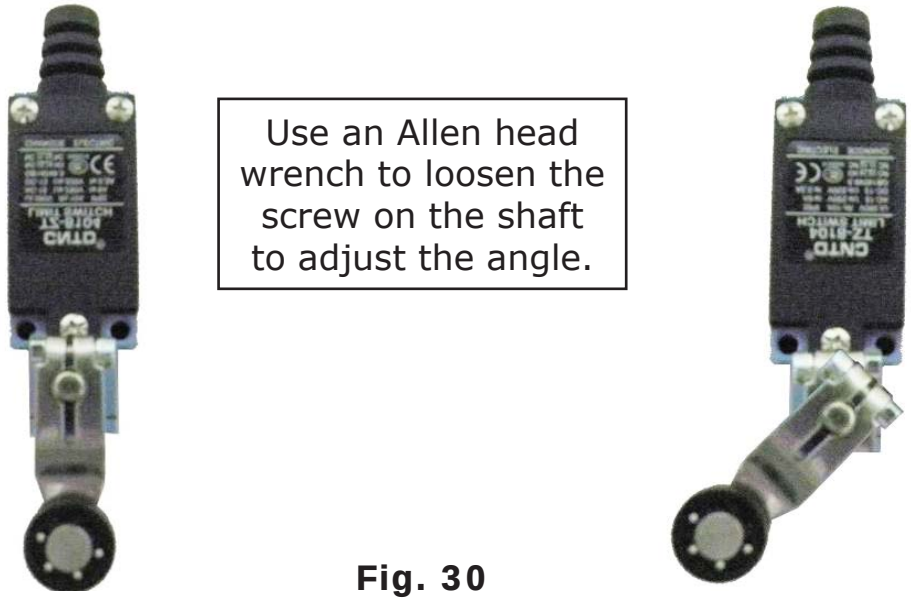

Fig. 30
1. Adjust the angle of the shaft on the limit switch when installed on the column **(See Fig. 30)**.